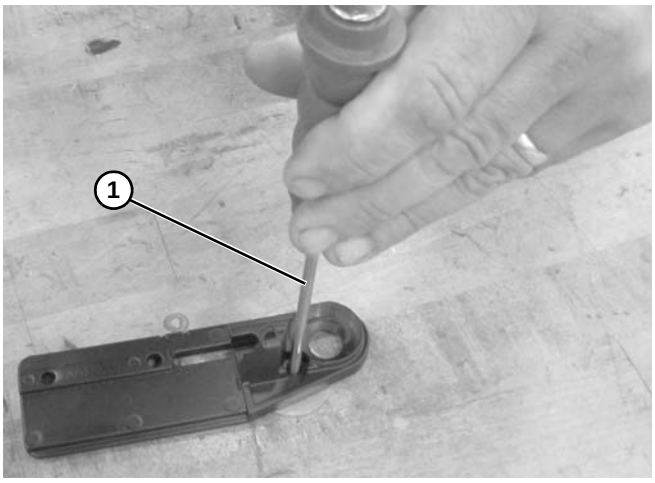
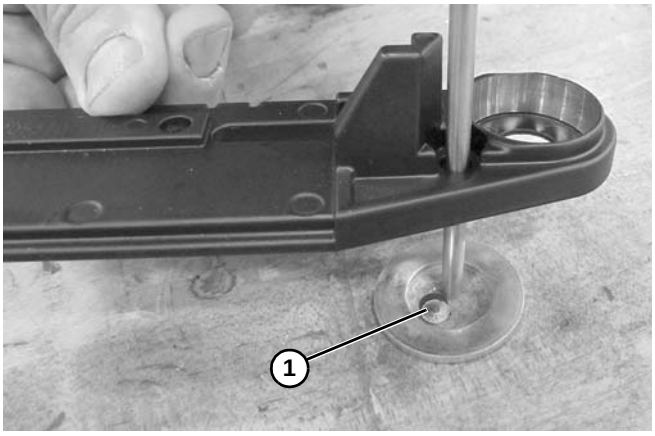

Figure 95
Figure 96
4. Répéter la même opération **(Figure 96, élément 1)** pour aligner le trou de la vis à l'aide d'un poinçon de 3 mm à 5 mm **(Figure 95, élément 1)** ou d'un boulon M5 ou M6.